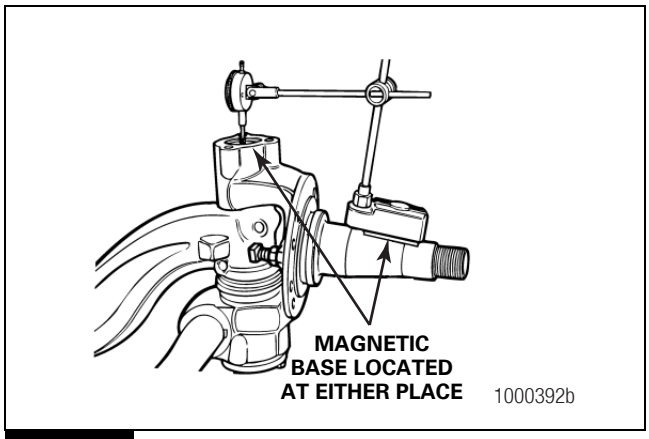

Figure 6.25
3. Attach a dial indicator. Place the base onto the knuckle. Place the tip onto the center of the king pin. Set the dial indicator to ZERO. Figure 6.25.